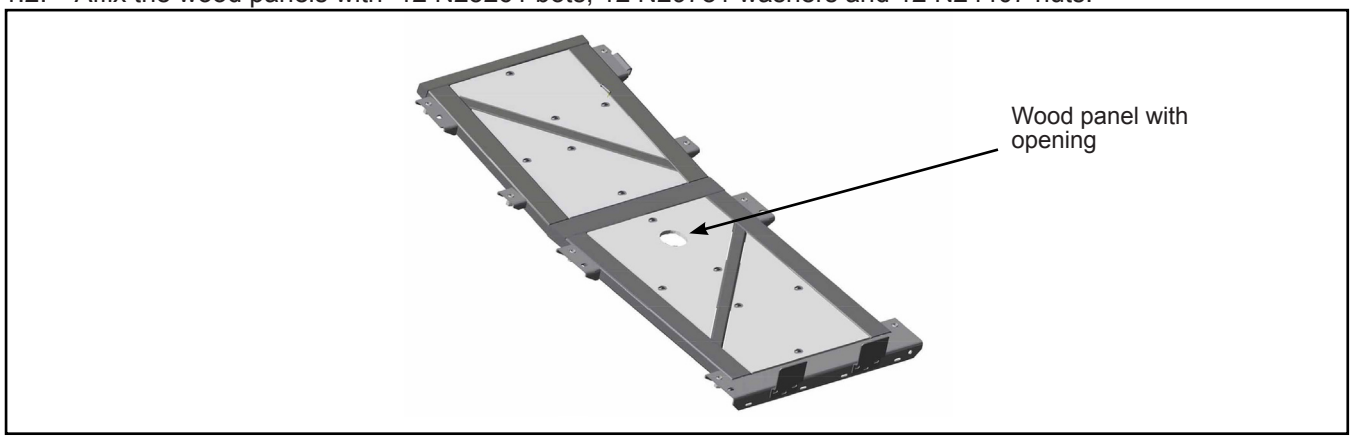

Figure 1 - Cradle with Wood Panels
1.1. Install wood panels on top of the cradle. Ensure that the wood panel with an opening is installed as shown in Figure 1.